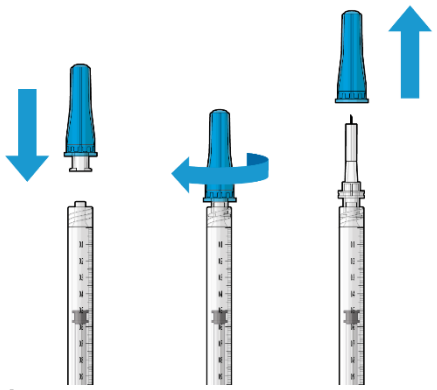

Figure 15
- Attach the initial fill needle firmly onto the syringe by screwing it tightly onto the Luer lock (Figure 15).